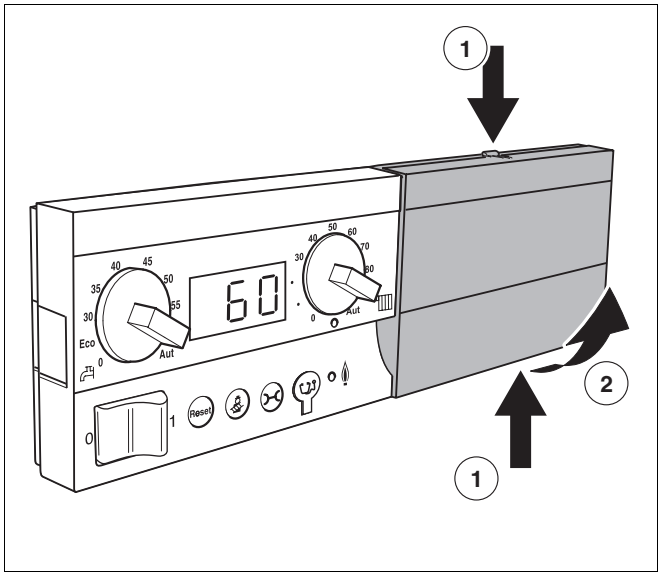

Abb. 34 Blende abnehmen
- Entriegelungslaschen an der Blende (Abb. 34, **Pos. 1**) oben und unten gleichzeitig drücken.
- Blende in Pfeilrichtung von der Grundplatte nehmen (Abb. 34, **Pos. 2**).